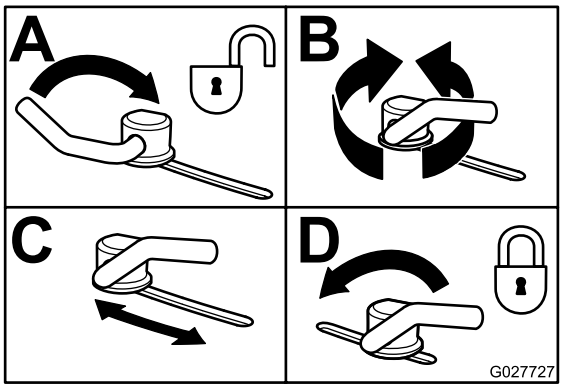

Figur 33
3. Sving spaken opp for å løsne kamlåsen for å justere kamlokkene (Figur 33).
5. Sving spaken tilbake over for å stramme til skjermen og kamlåsene (Figur 33).